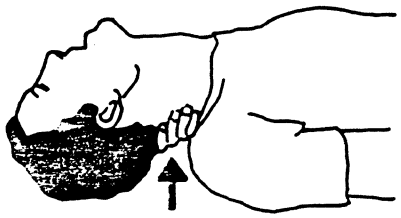
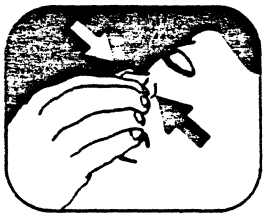

Figure 1.
Figure 2.
c. Lift the neck with one hand, and tilt the head backward by pressing on the forehead with the other hand. See Figure 1.
a. Keep the victim's head tilted backward; (see Figure 1). Continue to press on the forehead with your hand; at the same time, rotate this same hand so that you can pinch together the victim's nostrils with your thumb and finger. See Figure 2.